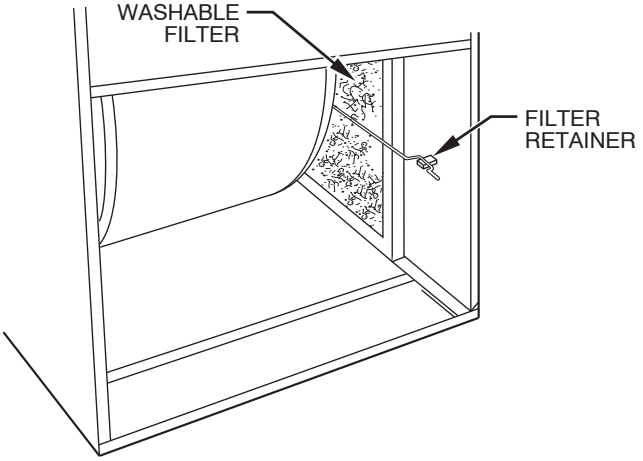
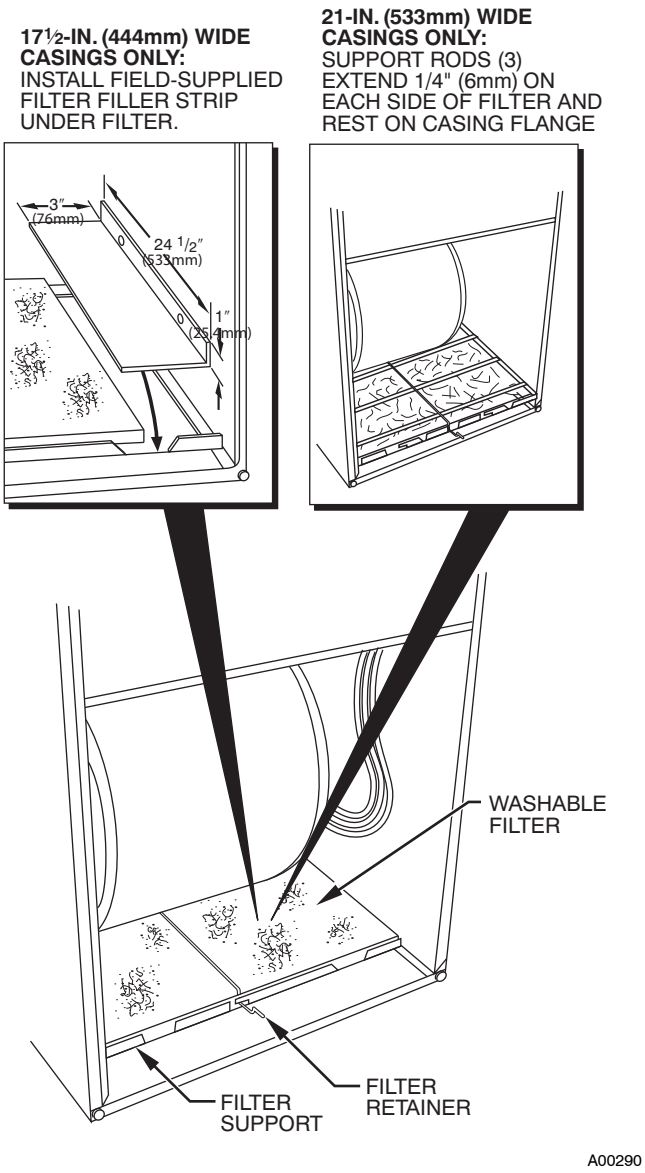

**Fig. 26 - Filter Installed for Side Inlet**
**Fig. 27 - Bottom Filter Arrangement**
**NOTE**: Side return-air openings can ONLY be used in UPFLOW configurations. Install filter(s) as shown in Fig. 26. Bottom return-air opening may be used with all 4 orientations. Filter may need to be cut to fit some furnace widths. Install filter as shown in Fig. 27.